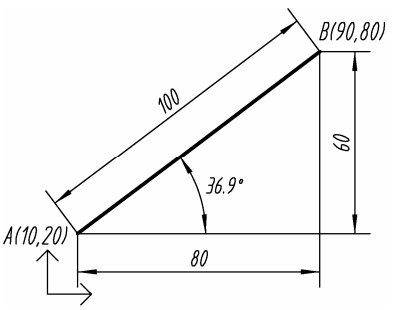

图 1-20　点的输入
- 绝对直角坐标的输入方法　键盘直接输入点的 X、Y 坐标，但 X、Y 坐标值之间必须用逗号隔开。如图 1-20 中的 *A* 点坐标“10，20”、*B* 点坐标“90，80”。
- 相对直角坐标的输入方法　所谓相对坐标是指拟输入点相对于当前点的 X、Y 坐标差值。输入相对坐标时，必须在第一个数值前面加上一个符号@，以表示相对。如绘制图 1-20 所示直线，在选取“直线”命令后，操作信息提示“第一点：”。键入 *A* 点坐标“10，20”后，操作信息提示“第二点：”。此时，*A* 点为当前点，*B* 点为拟输入点，键入 *B* 点与 *A* 点的 X、Y 坐标差值即相对直角坐标“@80，60”，按 Enter 键即可画出直线 *AB*。
- 相对极坐标的输入方法　键盘输入“@输入点相对当前点的距离（极径）<极径与 X 轴正向的逆时针夹角”。如图 1-20 中，先键入 *A* 点坐标“10，20”，当操作信息提示“第二点”时，也可以键入 *B* 点与 *A* 点的相对极坐标“@100<36.9”，按 Enter 键。